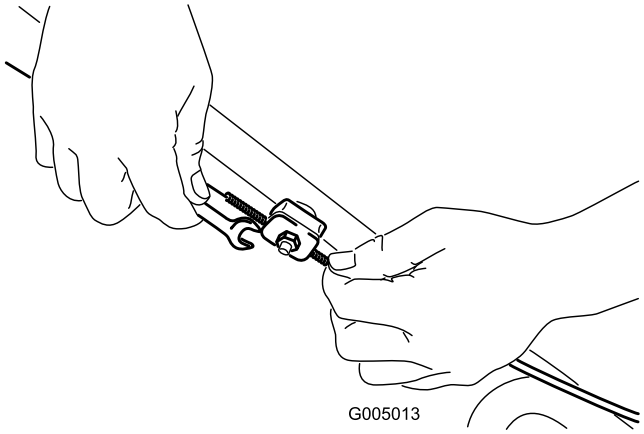

Bild 34
1. Lösen Sie die Kabelstützenmutter (Bild 34).